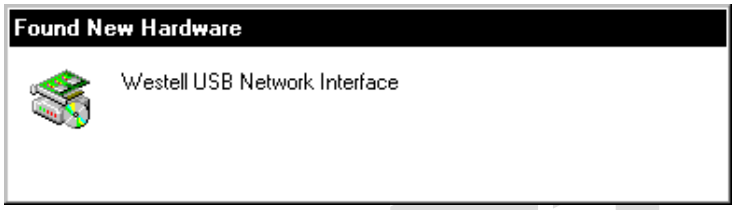
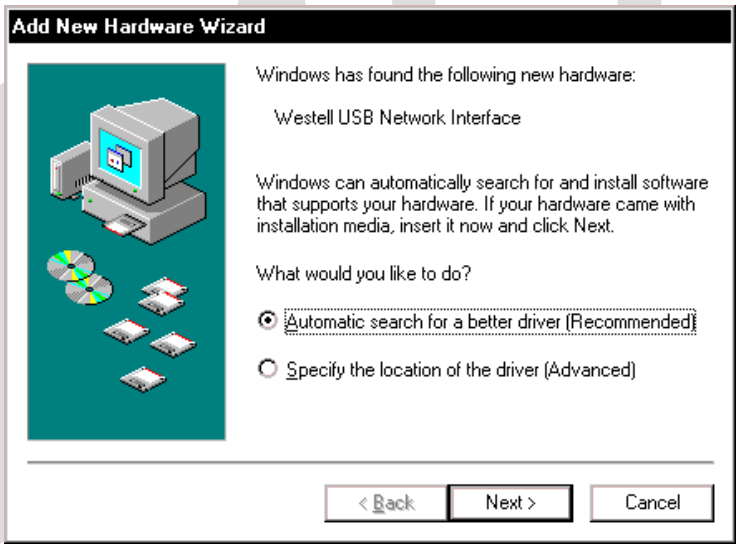

Figure 15. Windows ME
Figure 16. Windows ME
1. **Windows ME:** After you connect the Router to your PC, the **Found New Hardware** window will appear (Figure 15). After a brief delay, the **Add New Hardware Wizard** will appear (Figure 16). Select **Automatic search for a better driver (Recommended).** Click **Next.**